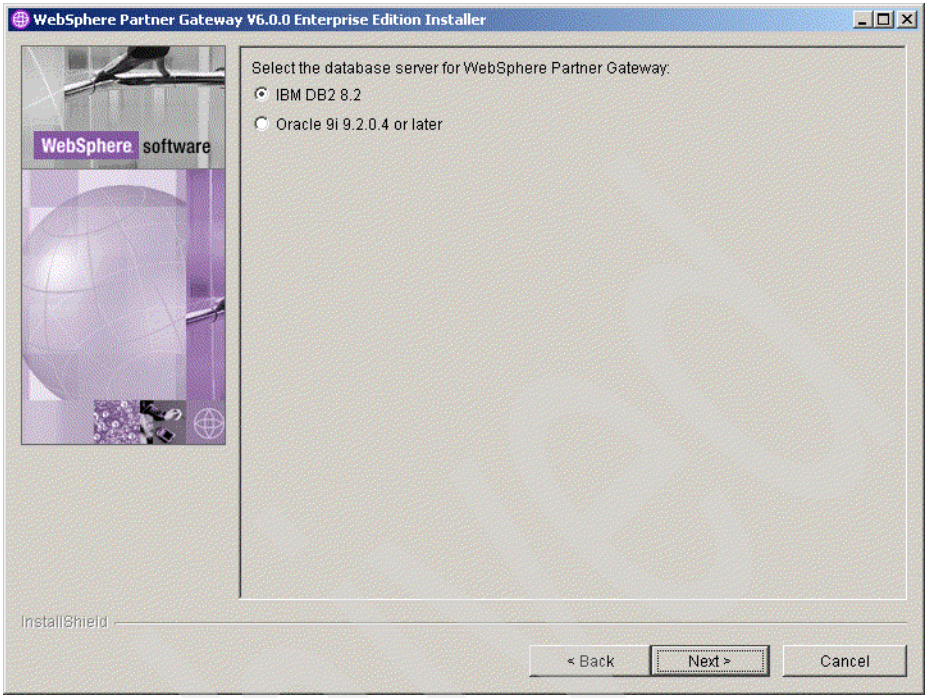

Figure 5-32 Select database type
9. As in Figure 5-32 on page 92, Select the database product, either **IBM DB2** or **Oracle**.